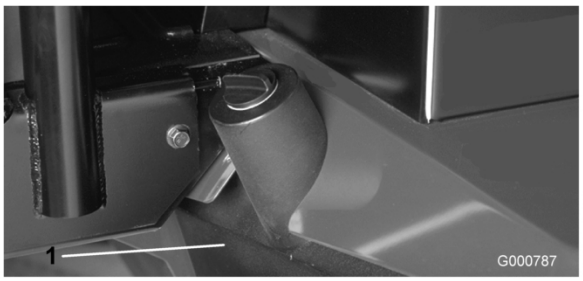

Figura 64
2. Rimuovete il tappo di spurgo dalla base del serbatoio (Figura 64) e lasciate defluire il fluido idraulico in una bacinella. Quando il fluido idraulico cessa di defluire, montate il tappo e serratelo.